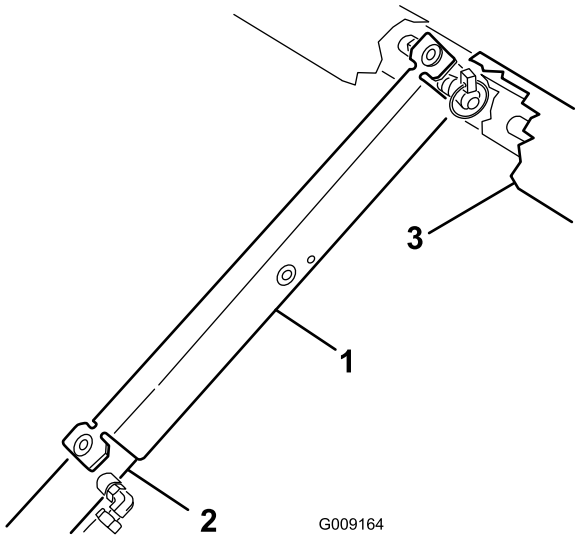

Figur 31
3. Skub ladstøtten ned over cylinderstangen, og sørg for, at tapperne på støtteenden hviler på enden af cylinderløbet og cylinderstangenden (Figur 31).